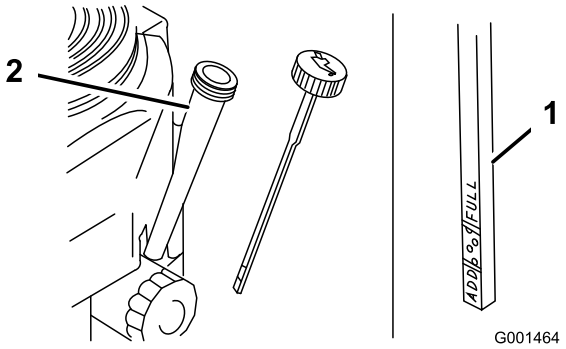

Figur 23
4. Gör rent omkring oljestickan (Figur 23) så att smuts inte kan falla ned i påfyllningshålet och orsaka motorskador.
5. Skruva loss oljestickan och torka ren änden (Figur 23).
6. Stick ned oljestickan så långt det går i påfyllningsröret, men skruva inte fast den (Figur 23).
8. Häll långsamt i cirka 80 % av angiven olja i påfyllningsröret (Figur 23).